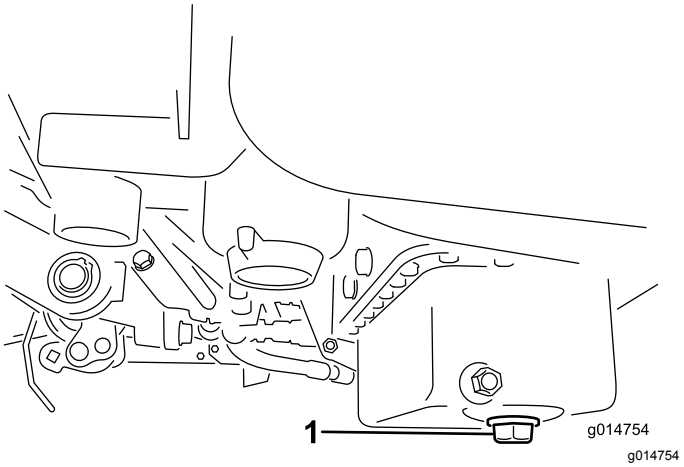

Figur 33
1. Ta bort avtappningspluggen och låt oljan rinna ned i ett kärl. Sätt tillbaka avtappningspluggen när oljan har slutat rinna (Figur 33).